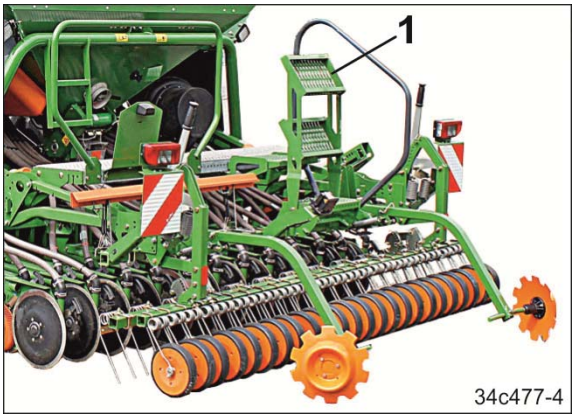

Fig. 107
1. Die Treppenstufen (Fig. 107/1) festhalten.